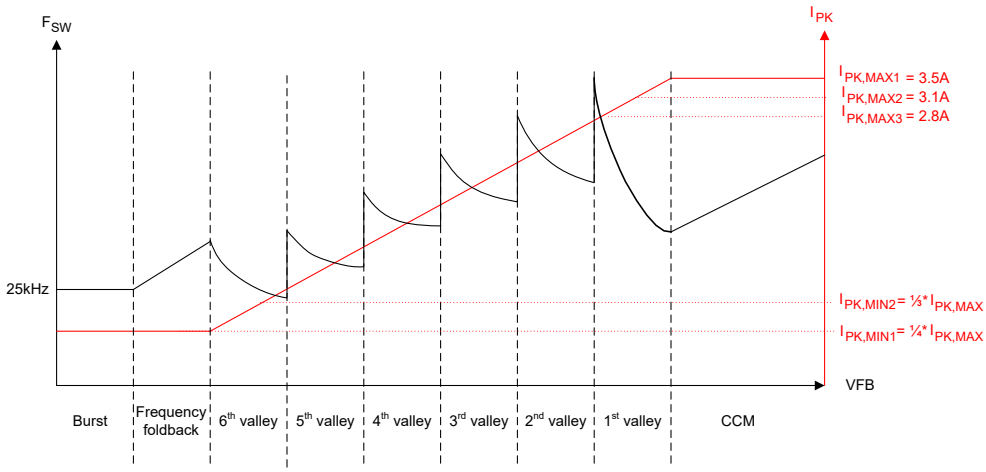
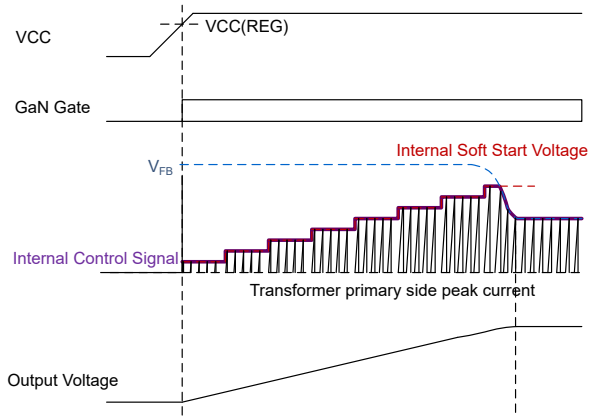

Figure 7-4. UCG2883x/4x Control Law
Figure 7-9. Soft Start Sequence
Connect the feedback (FB) pin to the collector of the optocoupler for output regulation. This pin has an internal 60kΩ pull up resistor for optocoupler bias. The instantaneous voltage on this pin determines the switching frequency, peak current and mode of operation (burst, foldback, valley switching or CCM) as per the control law in Figure 7-4 to deliver the required output power. Connect a 100pF or 220pF capacitor from this pin to ground for high frequency noise filtering.
Hence, in UCG2883x/4x, in every switching cycle, the primary GaN HEMT turns off after reaching the peak current threshold and turns on next at a target valley in magnetizing ring during discontinuous mode (DCM) operation. The instantaneous primary peak current and target valley is determined by the feedback (FB) pin voltage as per the control law of Figure 7-4. Connect the FB pin to the optocoupler collector. The negative feedback loop sets FB pin voltage to the required value to support a certain V_{OUT} and P_{OUT} on the output. The device can operate in one of the four modes of operation: burst, frequency foldback, valley switching or continuous conduction mode, as described later.
In the control law shown in Figure 7-4, the UCG2883x/4x offers flexibility to select a max peak current $I_{PK,MAX}$ to optimize for the switching frequency at rated load and transformer size. For each $I_{PK,MAX}$ setting, a scaling ratio of 1/3rd or 1/4th is available for the minimum peak current $I_{PK,MIN}$. This $I_{PK,MIN}$ value determines the switching frequency and losses in light load conditions when the flyback converter is operating in frequency foldback or burst modes. For all values of $I_{PK,MAX}$ and $I_{PK,MIN}$, the slope of control law peak current vs feedback voltage remains the same, as per Equation 1. Table 7-5 shows the threshold voltages for transition between different modes and between valleys for different peak current settings of Table 7-2.
The UCG2883x/4x is designed to operate with soft switching and primary FET turn-on at a valley to reduce switching losses. The converter operates in valley switching except during peak load transients during which control can transition to CCM mode (if enabled using CFX pin). During valley switching mode, the target valley and peak current threshold are governed by the control law of Figure 7-4 and Equation 1:
As shown in Figure 7-4, once the boundary of 1st valley QR operation is reached with increasing output power, the control clamps I_{PK} to the maximum selected value $I_{PK,MAX}$, and begins to reduce the secondary conduction time T_{OFF} in CCM mode. This reduction in T_{OFF} is proportional to increase in FB pin voltage, until 30% of the QR mode off-time to reach maximum 1.7× the QR mode output power delivery capability. Use a primary side magnetizing inductance L_M large enough to not hit the frequency clamp during CCM mode and avoid any subharmonic oscillations which can increase output voltage ripple, depending on application requirements. In CCM mode, the clamping frequency for the switching frequency clamp is doubled to maximize the peak power capability. For long duration output power transients, the converter returns to 1st valley QR mode after expiry of the 10ms CCM timer for 4 switching cycles of QR mode operation and resumes CCM operation. This operation repeats every 10ms, until the power becomes lower so that the CCM operation is no longer needed. The device offers flexibility to enable or disable CCM mode operation with a resistor from the CFX pin to GND as per values in Table 7-4.
When turned on, a flyback converter starts with 0V output voltage. The low voltage can cause the feedback voltage FB to clamp to the maximum value and trigger overload protections. To prevent the clamping from happening, the UCG2883x/4x starts in soft start mode. As Figure 7-9 shows, during this time, an internal FB voltage ramp increases in eight steps from 0V to the maximum value in 4ms. The maximum value of internal FB ramp is equivalent of 80% of the $I_{PK,MAX}$ setting and changes for different resistor settings on the IPS pin. During soft start, the smaller of this internal ramp voltage and actual FB pin voltage is used to determine the device operating point in the control law of Figure 7-4. Once the internal FB ramp voltage reaches the maximum value at the end of 4ms is when control is transferred to FB pin voltage for output regulation. Soft start sequence is executed every time at start up or when recovering from fault (auto-retry or latch) and brown-out conditions. The minimum frequency clamp is changed to 10kHz only during soft start (which is otherwise at 25kHz during normal operation). The 10kHz minimum frequency clamp helps at start-up when valleys are missing and the control law forces turn-on of primary GaN HEMT every 100µs from the last turn-on edge (if valleys are missing), to charge the output capacitor.